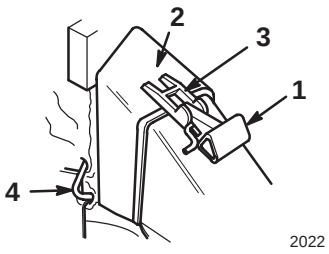

Figuur 35
N.B.: In figuur 35 wordt de borstelbescherming niet getoond vanwege de duidelijkheid.
3. Plaats de deuropening van de grasvangzak over de opening van de afvoertunnel, zoals getoond in figuur 35.